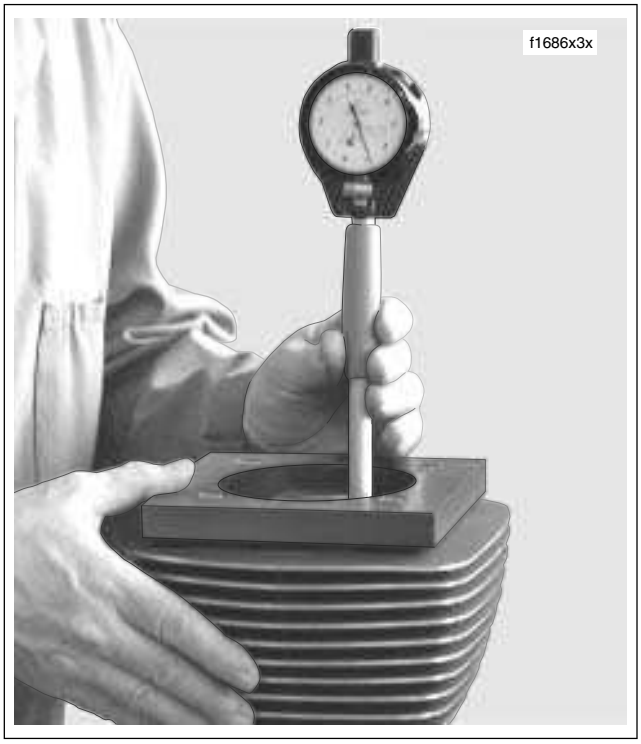

Figure 3-85. Measure for Out-of-Round and Taper
2. See Figure 3-85. Using an inside micrometer or dial bore gauge, check cylinder bore for out-of round and taper. Proceed as follows: